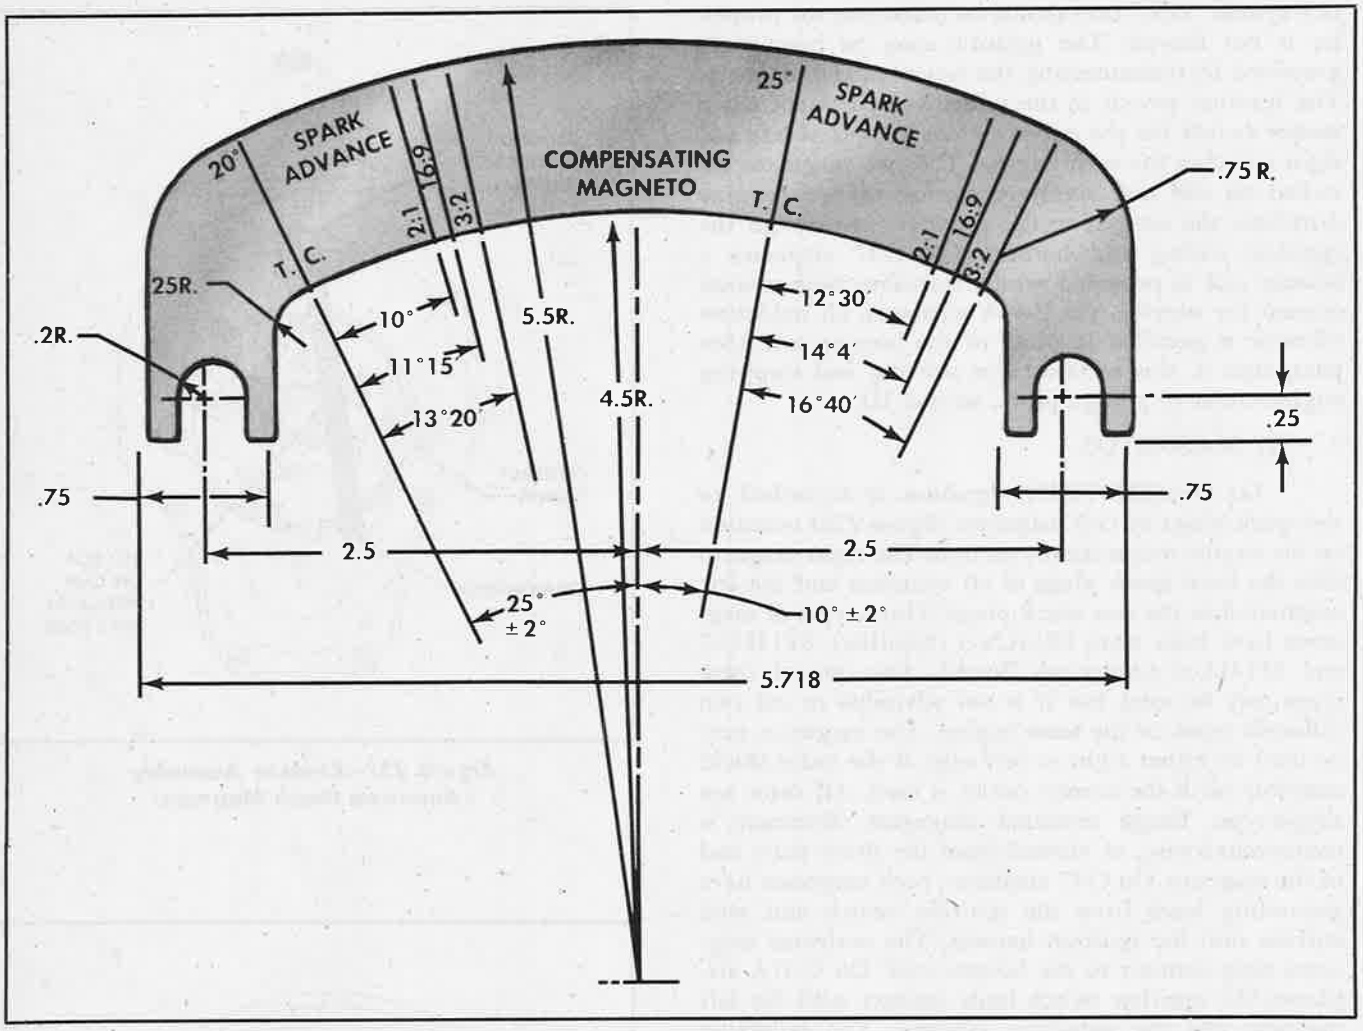

Figure 229—Ignition Timing Template
3. Install the timing template (figure 229) onto the nose case.